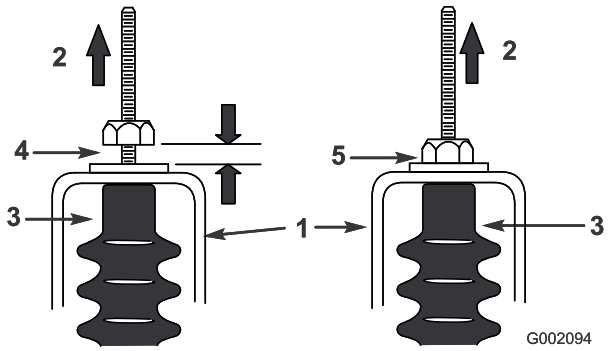

Figur 49
5. Dra alla växelkablar uppåt för att säkerställa ett avstånd på 0,76–1,52 mm mellan muttern/brickan och neutrallägesfästet (Figur 49).